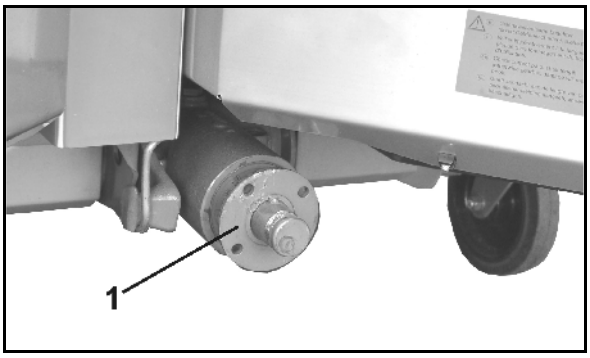

**Rys. 35**
1. Z wałka atakującego przekładni zdjąć za pomocą ściągacza piastę kołnierzową (Rys. 35/1).